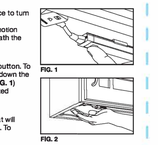

FIG. 1 FIG. 2
Using the Power Button: Press the power button located on the light bar once to turn the lights on. To turn off, press the power button again. (See **FIG. 1**)
There are ten (10) preset lighting levels that can be adjusted with the dimmer button. To select your lighting level, ensure that the system is already powered on. Hold down the button to change the lighting level and/or switch between the presets. (See **FIG. 1**)